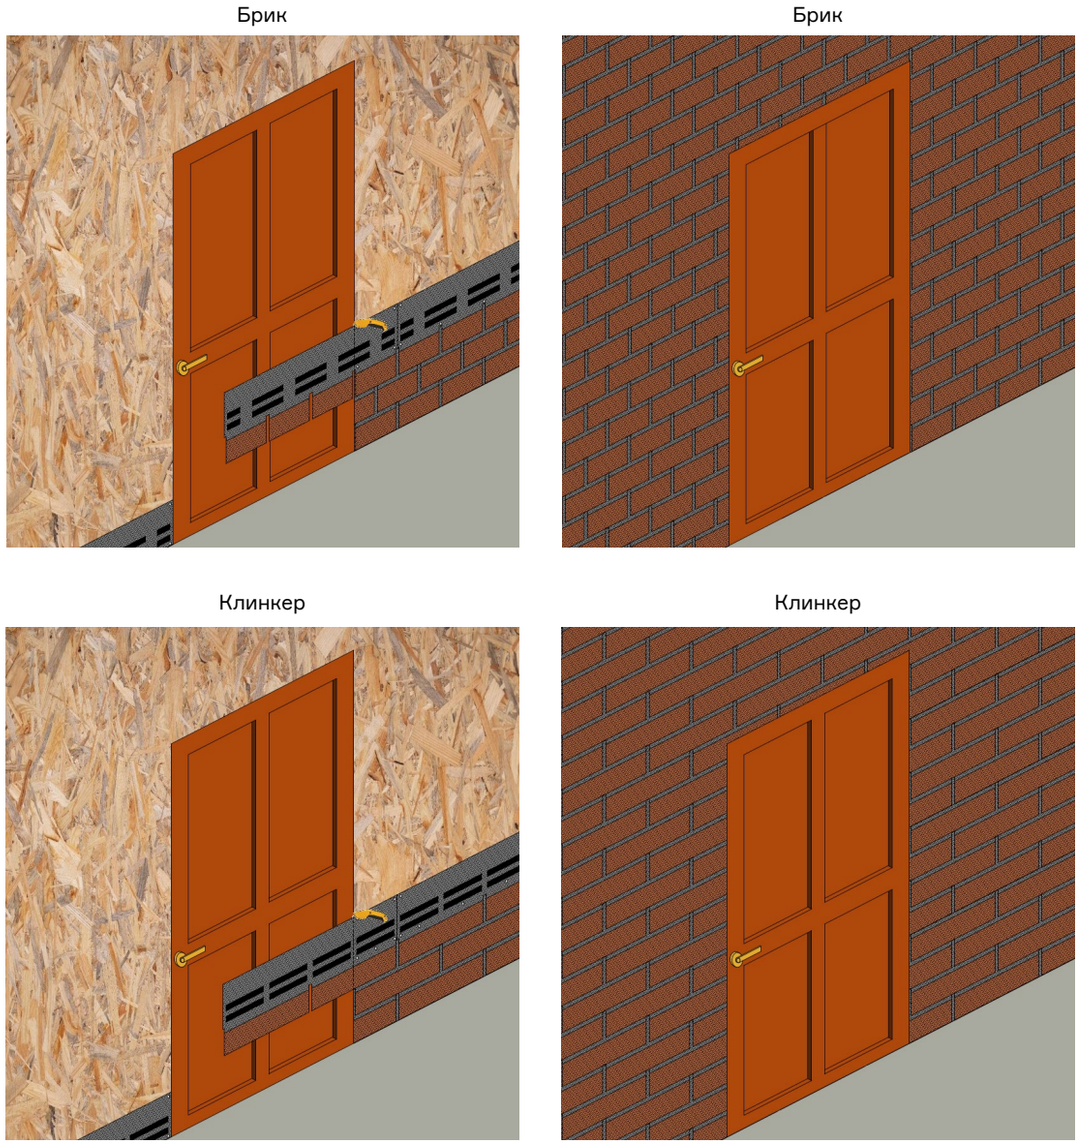

Рис. 35. Монтаж фасадной плитки вокруг дверного проёма.
8.6.1 При подходе к дверному проёму торцы крайней в ряду фасадной плитки необходимо обрезать (рис. 35).